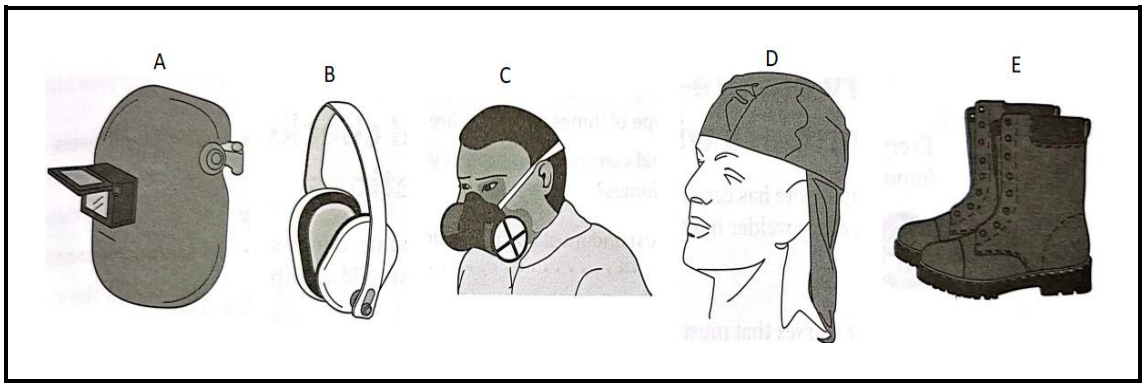

FIGURE 1
2.2 FIGURE 1 below shows different types of safety equipment.